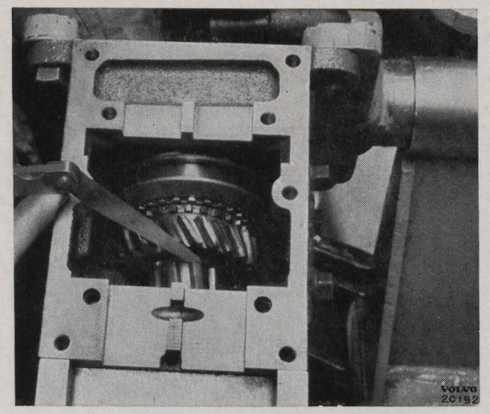

Bild 23. Mätning av axialspel.
3. Montera låsringen (8) för synkroniseringsanordningen på axeln. Mät axialspelet på 2:ans hjul mellan hjulet och ansatsen på axeln. Max. axialspel 0,05 mm. se bild 23. Axialspelet justeras med hjälp av låsringen (8). Olika tjocklekar finnas.